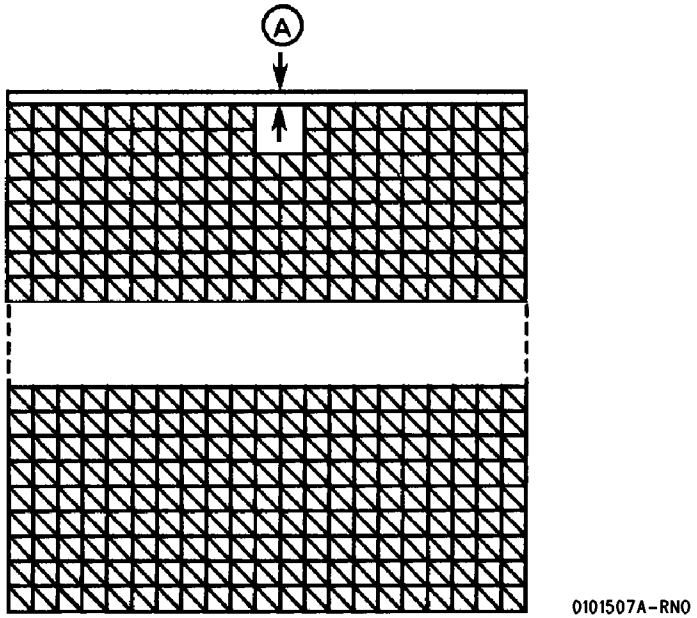

**Figure 1 Checking the Lead Edge Registration**
4. ( Figure 1): Using the last print, check that the distance from the lead edge to the first horizontal line is 16.25 ± 2 mm.